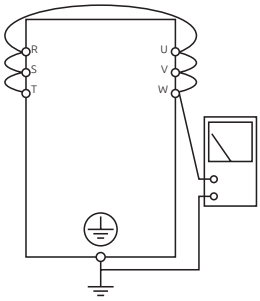

Рис. 6.2.6.1 Измерение сопротивление изоляции.
1. Перед измерением сопротивления изоляции инвертора сначала отключите «проводку всех клемм главной цепи» и «плату управления». Затем выполните подключение, как показано на рисунке рис. 6.2.6.1